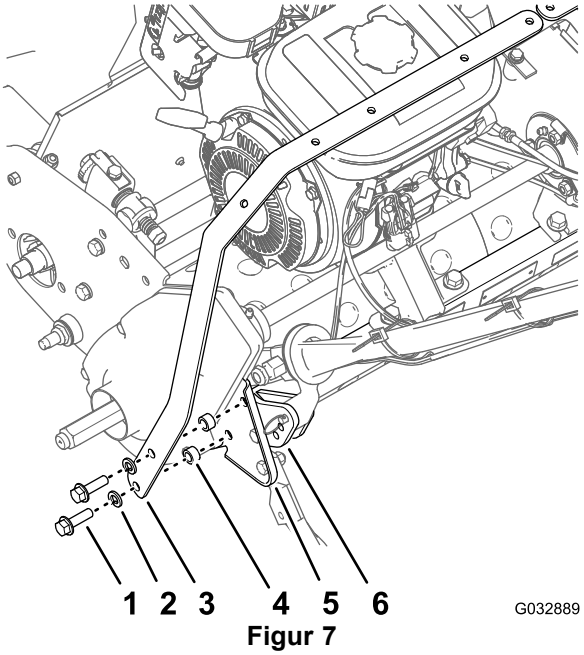

Figur 7
9. Monter den venstre lysstangbøylen, de to avstandsstykkene og den venstre sideplaten til den ytre platen på den bakre rammen (Figur 7) med de to flenshodeboltene (3/8 x 1-1/4 tommer) og de to låseskivene (3/8 tomme – fjernet i trinn 6).